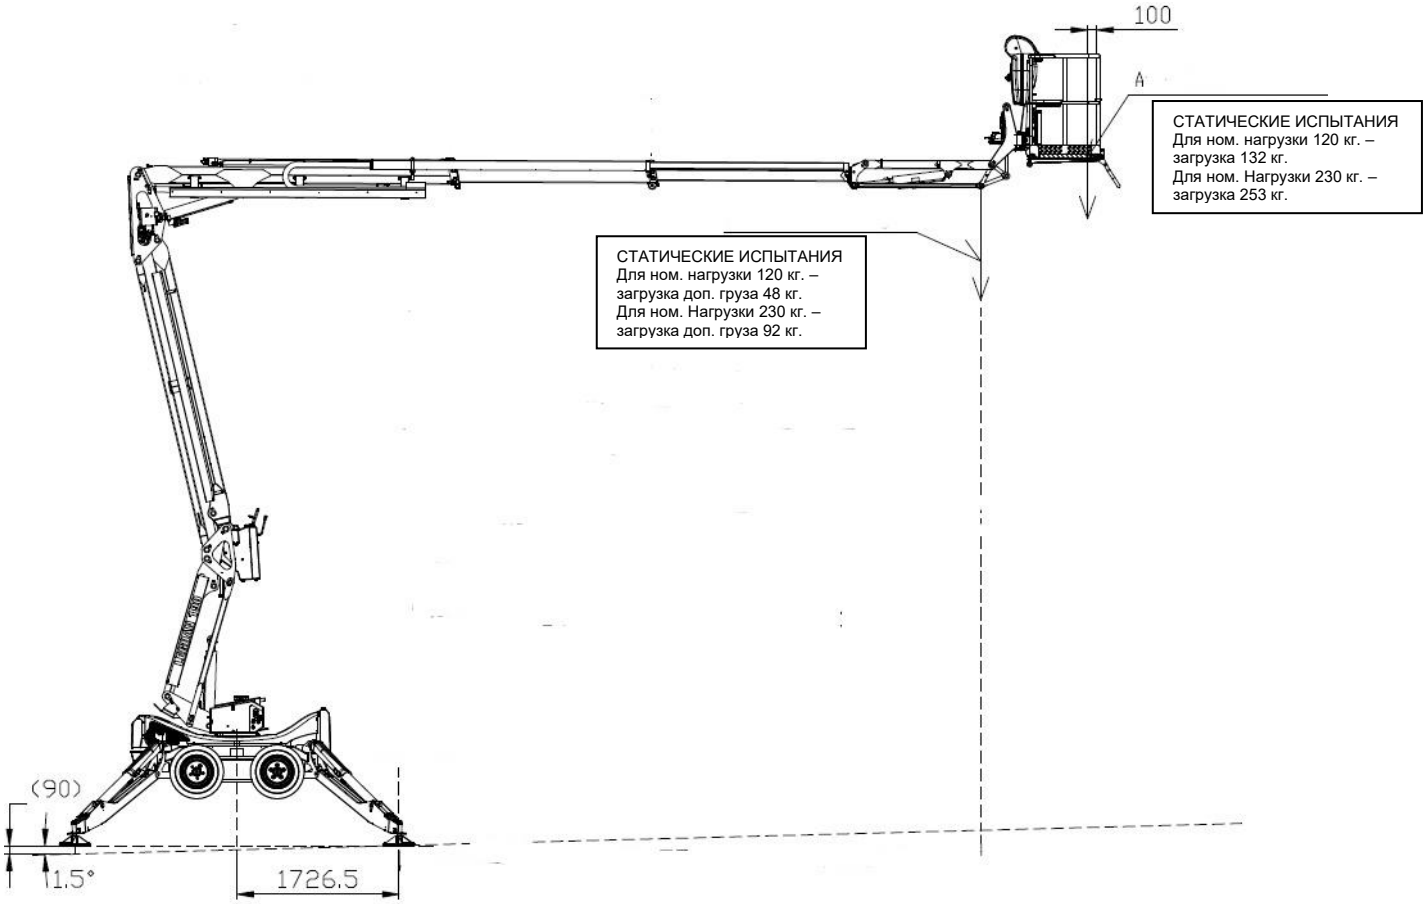

Рисунок 32: Статические испытания подъемника
15.1 Номинальная загрузка 120 кг, СТАТИЧЕСКОЕ ИСПЫТАНИЕ (рис. 32)
15.3 Номинальная загрузка 230 кг, СТАТИЧЕСКОЕ ИСПЫТАНИЕ (рис. 32)